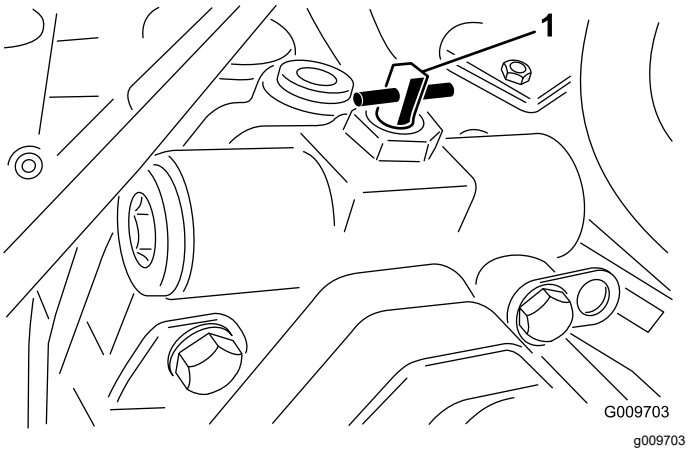

Figur 41
3. Drej omløbsventilen 90 ° (¼ omdrejning) i den ene eller den anden retning for at åbne den og lade væske løbe om internt (Figur 41).
2. Drej omløbsventilen 90 ° (1/4 omdrejning) i den ene eller den anden retning for at åbne den og lade væske løbe om internt (Figur 41).